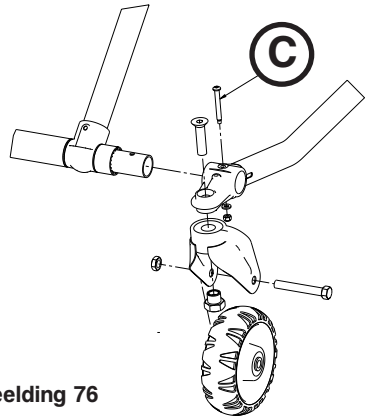
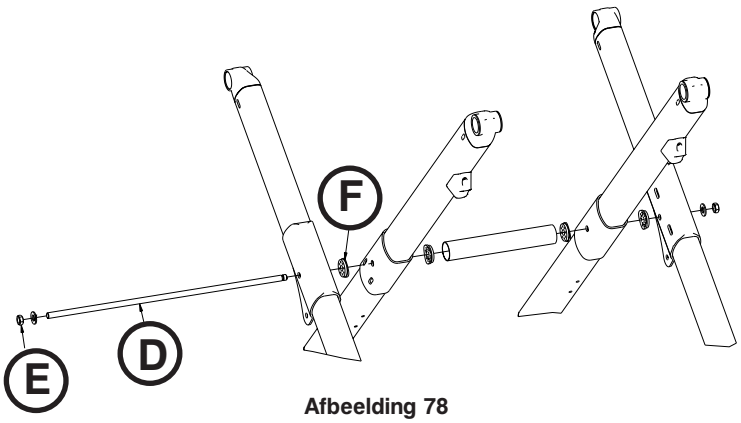

Afbeelding 76
Afbeelding 78
4. Verwijder met een 3/8-inch en 7/16-inch combinatietang alle vier montagebouten van de zwenkwielen (C) waarmee de buitenste hefbuiseenheden aan de voetbuizen van het onderstel zijn bevestigd (Afbeelding 76).
5. Verwijder met twee 9/16 inch-combinatietangen en een doorslaghamer de verbindingsstang van het onderstel (D) en de zeskantborgmoer (E).
Opmerking: Bewaar de lagers (F) die loskomen. (Afbeelding 78).